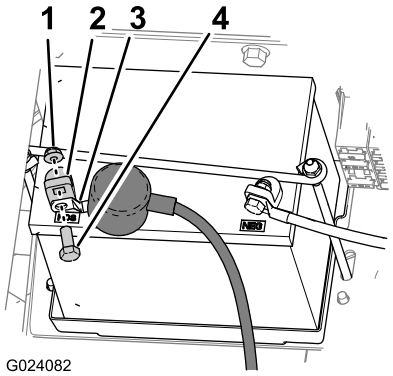

Rysunek 2
5. Odsuń osłonę izolującą i odkręć śrubę z nakrętką mocujące zacisk dodatniego przewodu akumulatora do dodatniego bieguna akumulatora (Rysunek 2).